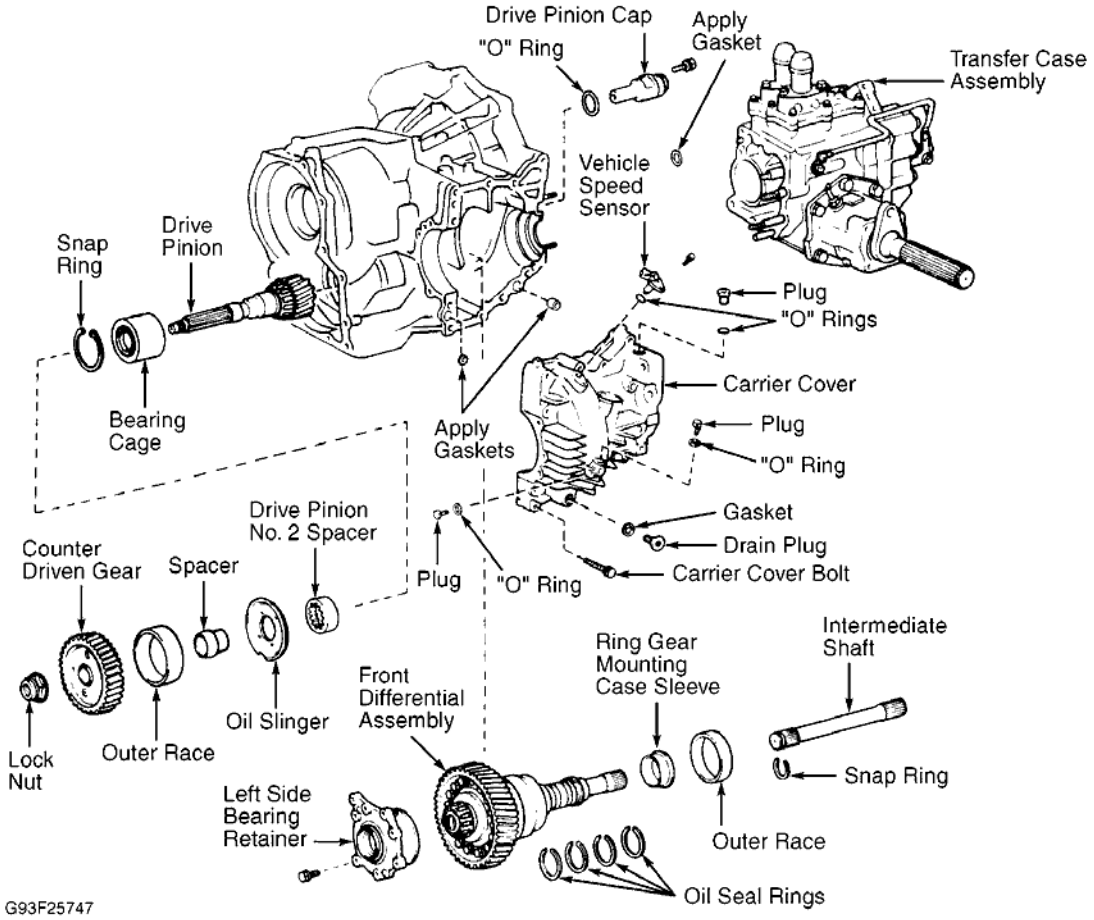
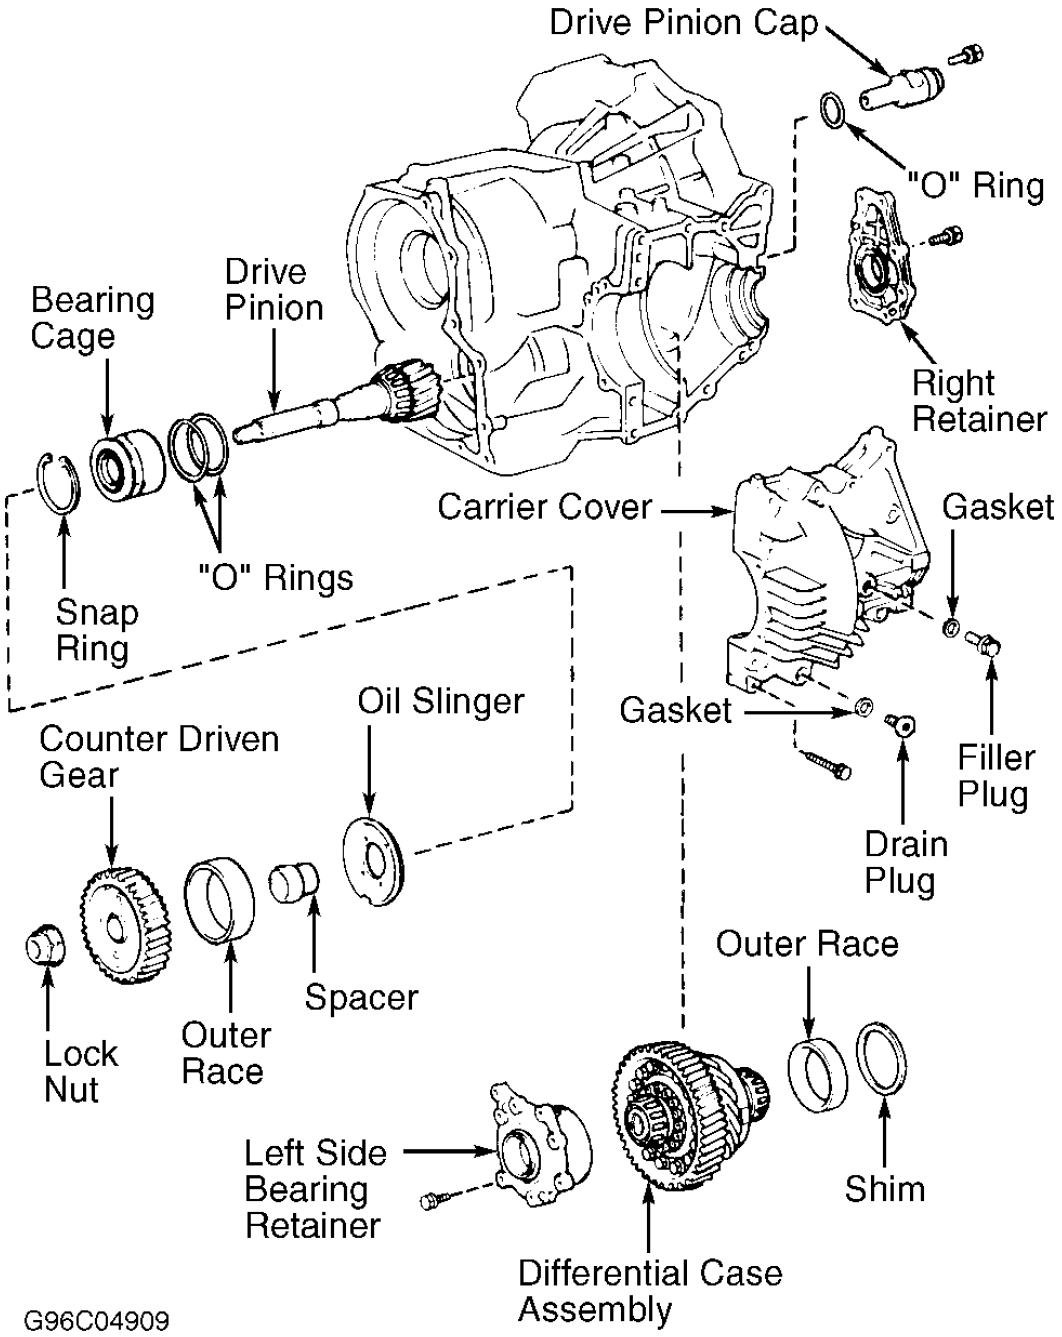

Fig. 63: Exploded View Of Final Drive Components (A-540H)
Fig. 64: Exploded View Of Final Drive Components (A-540E & A-541E)
1. Install NEW counter driven gear bearing (if necessary). Press in shaft bearing outer race into cage. Press bearing onto drive pinion shaft. Install drive pinion into transaxle case. See **Fig. 63** and **Fig. 64** . Place bearing cage onto drive pinion shaft. DO NOT damage oil seals with pinion shaft. Using brass drift and hammer, lightly tap bearing cage into transaxle case until snap ring groove in bore is visible. Install snap ring into bore.
26. On A-540H transaxle, install NEW snap ring to shaft groove and install differential side gear intermediate shaft. See **Fig. 63** . Keeping intermediate shaft on pinion shaft of differential, measure shaft protrusion length from transaxle case surface to end of shaft. Protrusion length should be 10.059" (255.50 mm).
27. Install NEW apply gasket on differential carrier cover. Install transfer case assembly to transaxle. Apply seal packing Three Bond (1281) or Loctite (518) to contacting surface of transaxle case. Coat threads of